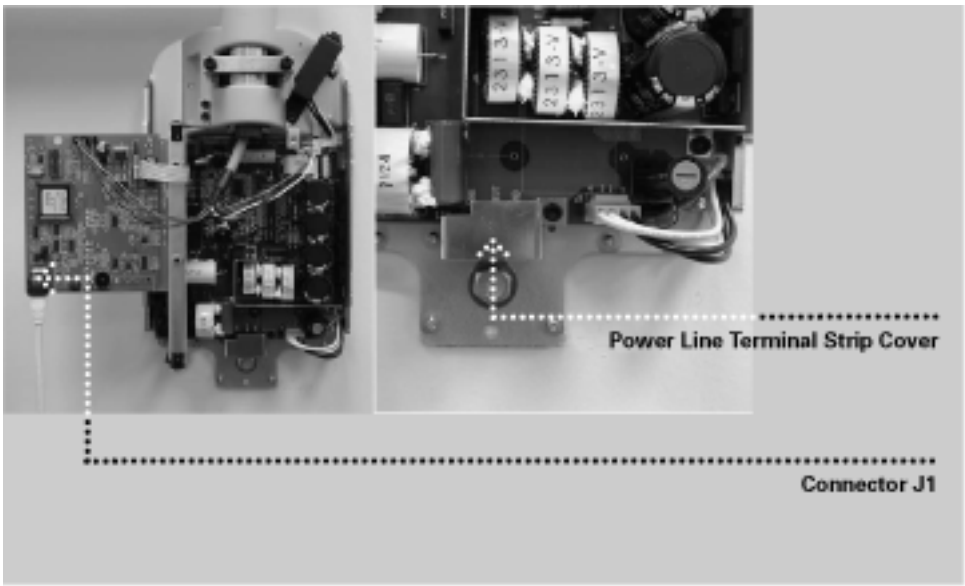

Figure 30 Power Line Terminal Strip Cover
1. Using a 3 mm Allen wrench, remove the power line terminal strip cover at the base of the Power Supply Control Board to gain access to the power line terminal strip, as shown in *Figure 30*.
3. Plug the other end of the cable into connector J1 on the Power Supply Control Board 30-08160, as shown in *Figure 30*.